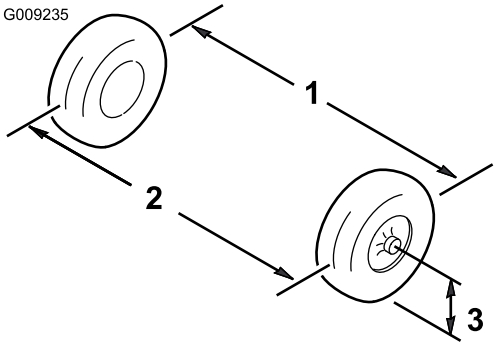

Rysunek 54
6. Zmierz odległość między obydwoma oponami kół przednich na wysokości osi z przedniej oraz tylnej strony kół przednich (Rysunek 54).